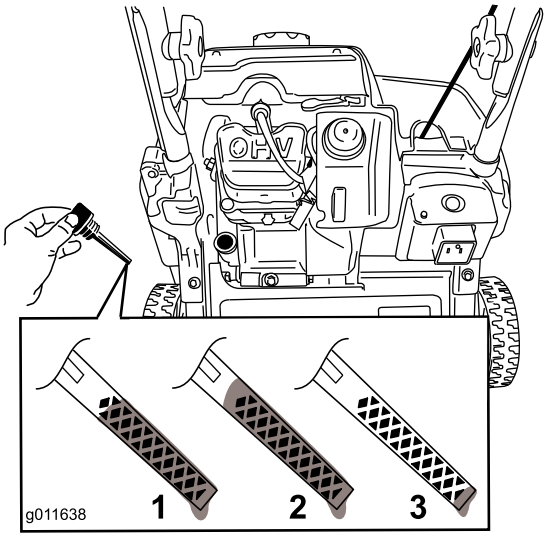

Figur 13
3. Rengör runt oljepåfyllningslocket (Figur 13).
8. Information om rätt oljenivå på oljestickan finns i Figur 13.